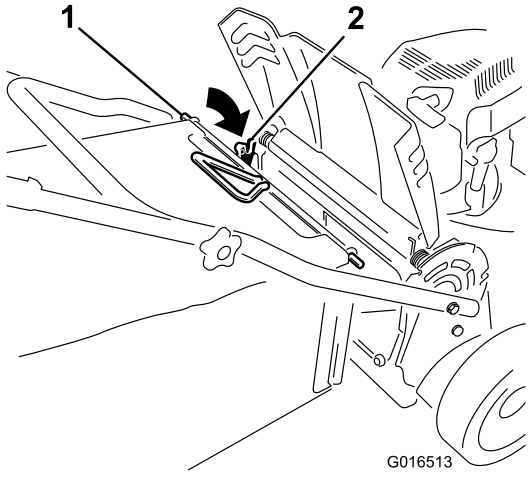

Figur 27
3. Montera uppsamlarstången i skårorna längst ned på handtaget och gunga uppsamlaren fram och tillbaka för att säkerställa att stången sitter ordentligt i de två skårorna, se Figur 27.